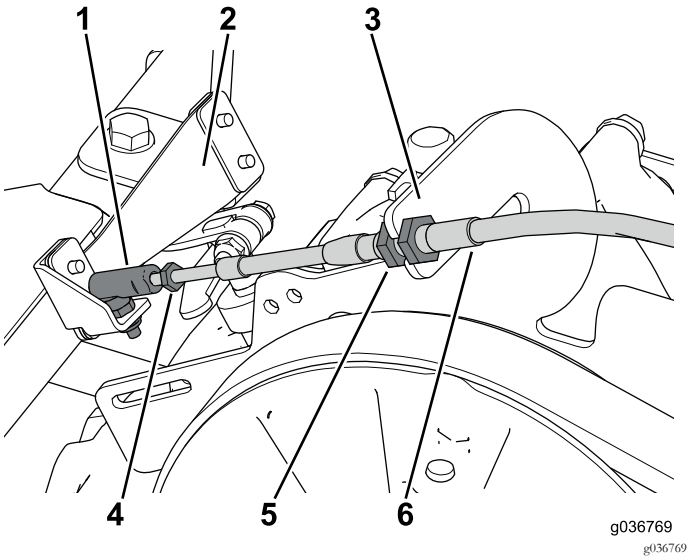

Figur 35
2. Skru kuleleddenheten på girkabelen og fest den til girarmenheten (Figur 35).